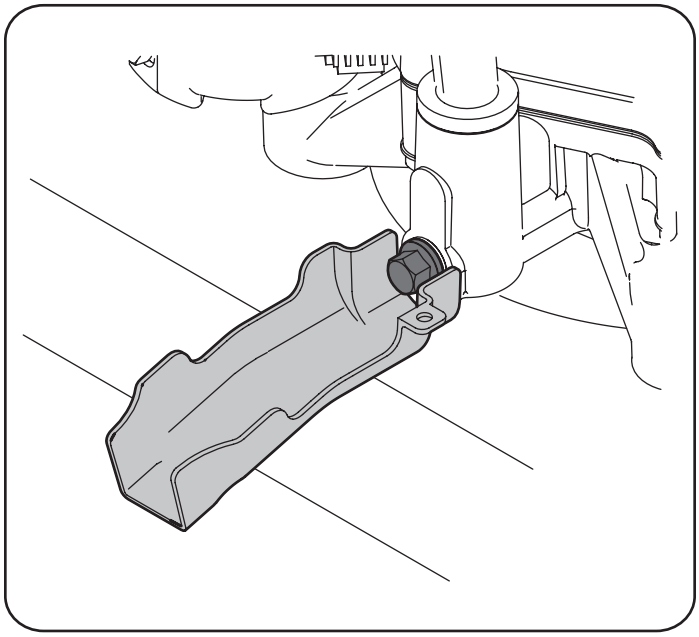

Figura 21
4. Coloque el extremo pequeño de la manga de drenado en el cárter de aceite. Consulte la Figura 21.